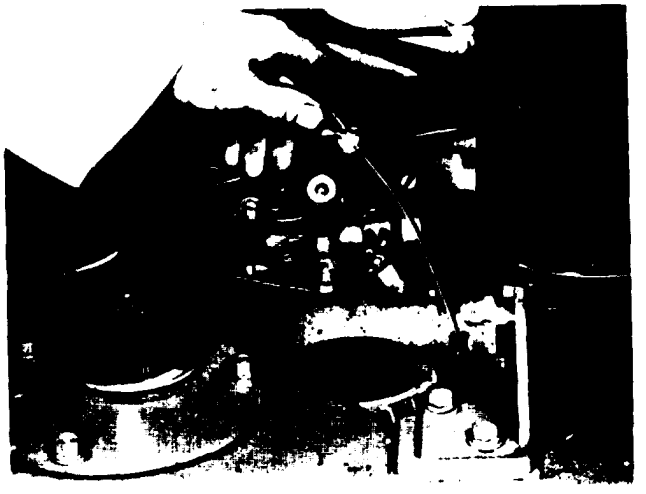

Figure 2-2. Checking Engine Oil Level
C. Engine Oil Level — Open the engine compartment side panels and raise seat support for engine access. Remove dipstick on left side of engine and check oil level, shown on dipstick. See figure 2-2.